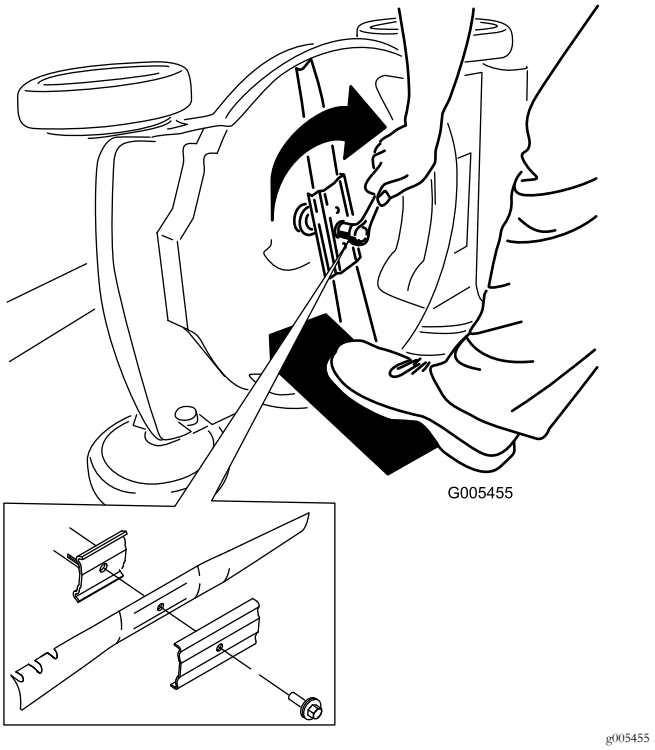

Рисунок 31
5. Установите новый нож, закрепив все крепежные детали (Рисунок 31).